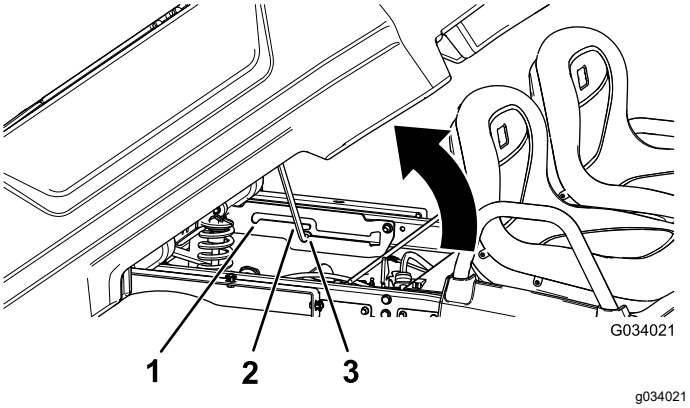

Figura 12
2. Puxe a barra de apoio para a ranhura de bloqueio da posição de despejo, fixando a caixa para despejo (Figura 12).
2. Puxe a barra de apoio para a ranhura de bloqueio da posição de manutenção, fixando a caixa para manutenção (Figura 12).
2. Retire a barra de apoio da ranhura de bloqueio (Figura 12).